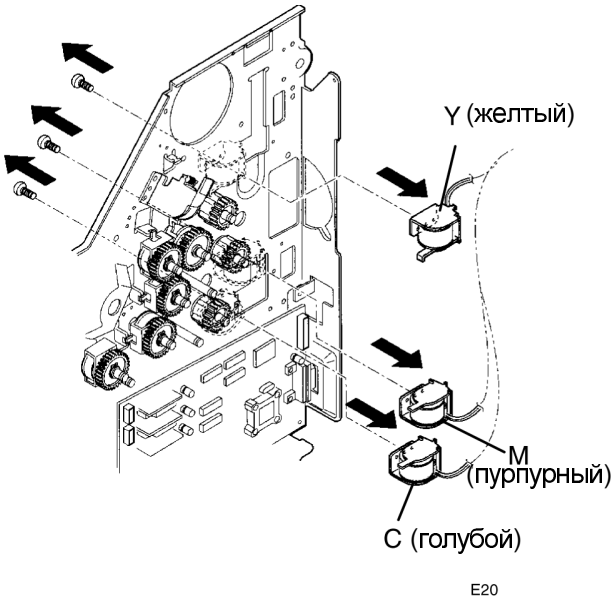

Рисунок 5. Снятие соленоида тонера
6. (Рисунок 5): Снимите нужный соленоид тонера.